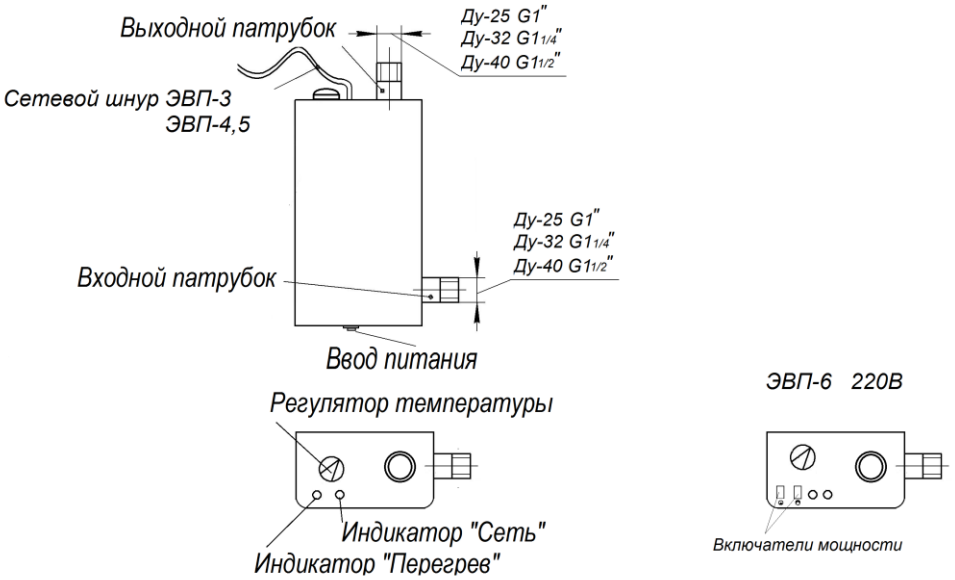
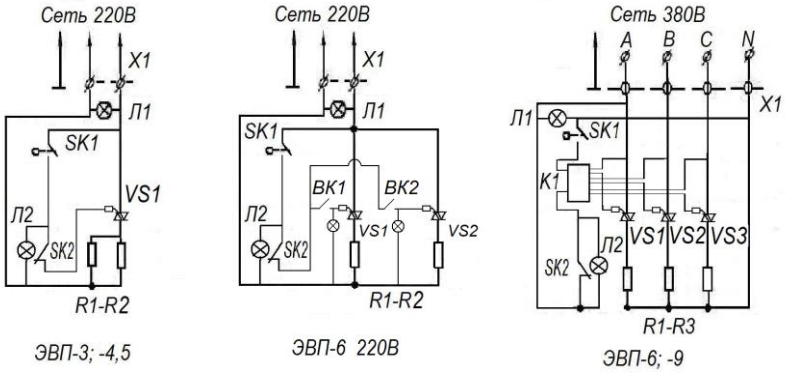

Рис.2
Рис.4
***** При работе водонагревателей в 3х фазной сети (ЭВП-6 и более) для возможности регулирования мощности нагрева включением (отключением) 2ой и 3ей фаз, допускается подключение к электросети осуществлять через 1фазные автоматические выключатели соответствующей мощности. При этом, для сохранения работоспособности ЭВП, не допускается установка 1ф выключателя в 1ую фазу (фаза А, см. схему рис.4; 5).
Нижний входной и верхний выходной патрубки предназначены для присоединения водонагревателя к системе отопления. Размеры патрубков - Ду-25; Ду-32; Ду-40 с соответствующей трубной цилиндрической резьбой G 1"; G 1¼"; G 1½". На нижней части корпуса имеются отверстия для ввода кабеля и заземления (см. рис.2). Принципиальная электрическая схема см. рис.4